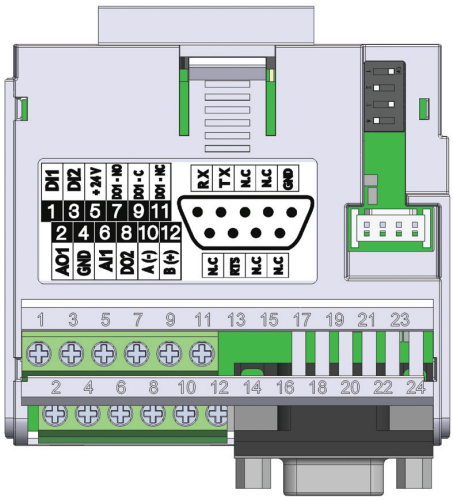

Figura 17.2: *Módulo Plug-In CFW500-CRS232*
O módulo plug-in CFW500-CRS232 tem a interface Serial (1) através da porta RS485 nos bornes 10(A-) e 12(B+), bem como a interface Serial (2) através da porta RS232 no conector padrão DB9, veja figura 17.2.